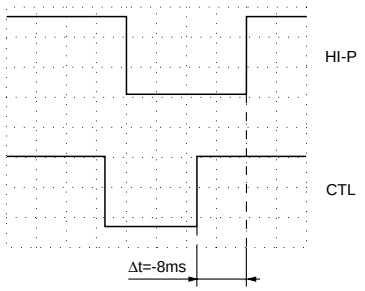

Fig. 23
Der Zeitabstand zwischen dem Kopfumschaltimpuls "HI-P" und der steigenden Flanke des CTL-Impulses ist somit auf Δt = -8ms (Fig. 23) eingestellt.
– Enter ④ ⑨ ③ ④ in this order and confirm with button OK.
– Press numbered button ②. On the right of the display "*A2* "appears. The time interval between the head pulse "HI-P" and the rising edge of the CTL pulse to Δt = -8ms (Fig. 23).